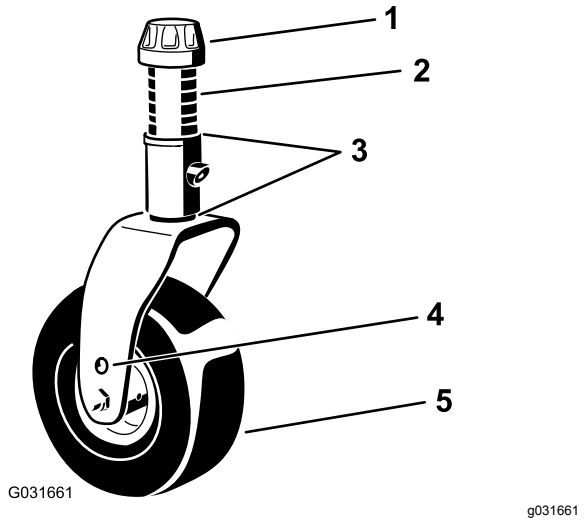
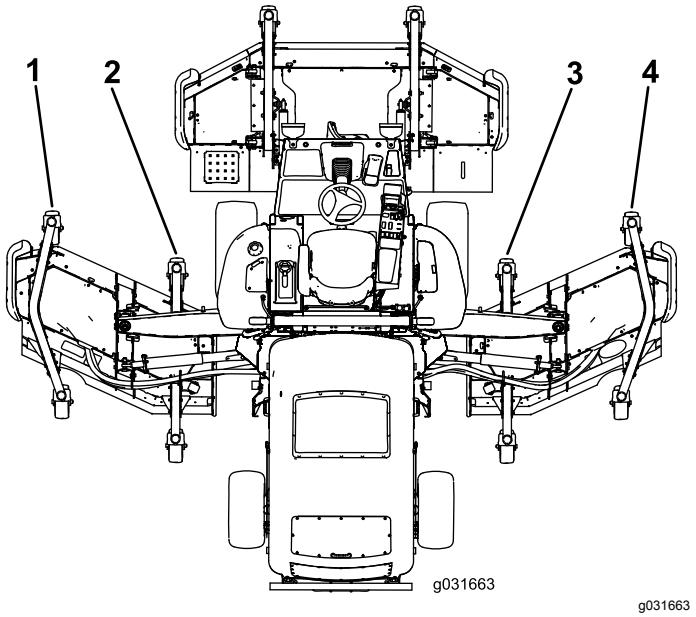

**Figur 43**
**Figur 44**
5. Hvis den inderste kant på det udvendige plæneklipperskjold er for høj i forhold til den udvendige kant på frontplæneklipperskjoldet, skal du fjerne et afstandsstykke fra bunden af den forreste, inderste styrehjulsarm på det udvendige plæneklipperskjold (Figur 43 og Figur 44).
6. Hvis den inderste kant stadig er for høj, skal du fjerne et ekstra afstandsstykke fra bunden af den forreste, inderste styrehjulsarm på det udvendige plæneklipperskjold og et afstandsstykke fra den forreste, yderste styrehjulsarm på det udvendige plæneklipperskjold (Figur 43 og Figur 44).
7. Hvis den inderste kant på det udvendige plæneklipperskjold er for lav i forhold til den yderste kant på frontplæneklipperskjoldet, skal du tilføje et afstandsstykke (3 mm) på bunden af den forreste, inderste styrehjulsarm på det udvendige plæneklipperskjold (Figur 43 og Figur 44).